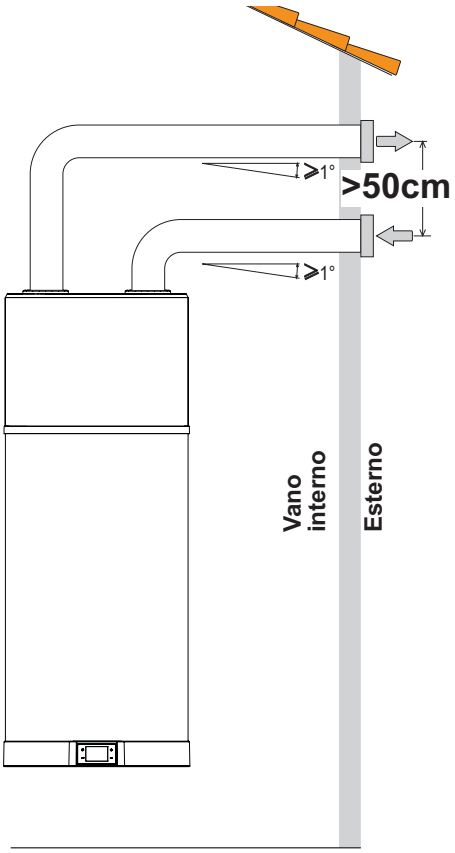

fig. 54 - Exemplo de ligação de descarga de ar
- Crie uma conduta de ar dedicada conforme indicado em fig. 54.